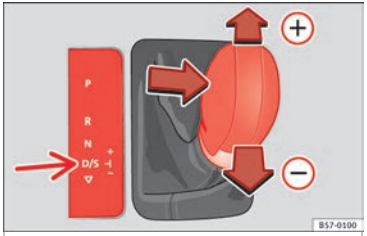

**Fig. 183** Centre console: changing gear with tiptronic
- Move the selector lever forwards (+) to select a higher gear ››› **Fig. 183**.